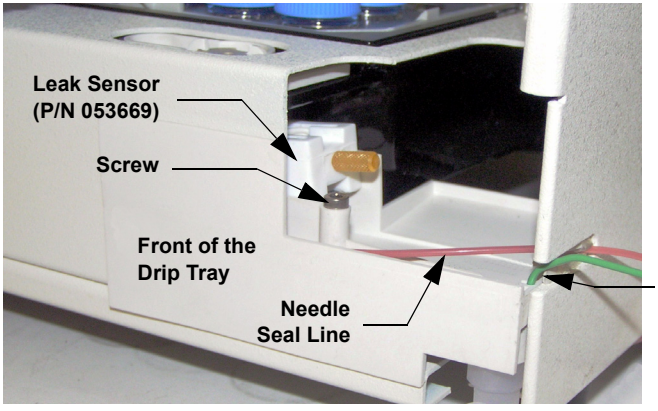

Figure 5-15. Removing the Drip Tray
1. Using a 2.5-mm Allen wrench, remove the screw that secures the drip tray to the autosampler compartment and remove the injection valve waste line from the opening in the tray (see Figure 5-15).
3. Tilt the bottom of the tray out slightly and push the tray down slightly until the leak sensor on the inside of the tray (see Figure 5-15) clears the overhang on the front of the autosampler.
3. Make sure the needle seal line is in the front of the tray (see Figure 5-15).